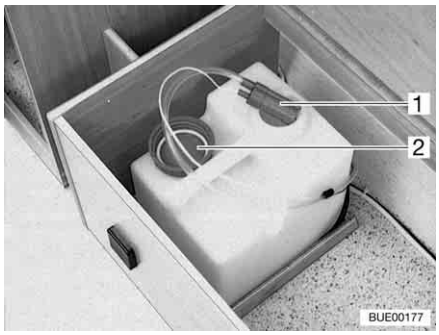

Fig. 152 Water tank 16 l
When transporting the water tank, close it with the cap (Fig. 152,2).
- Pull the water pump (Fig. 152,1) out of the water tank.